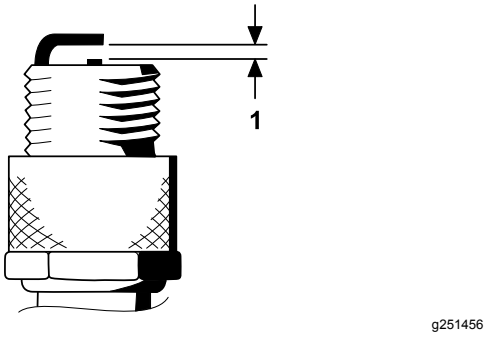

Figur 43
4. Se till att luftgapet mellan mitt- och sidoelektroderna är 0,76 mm. Se Figur 43.